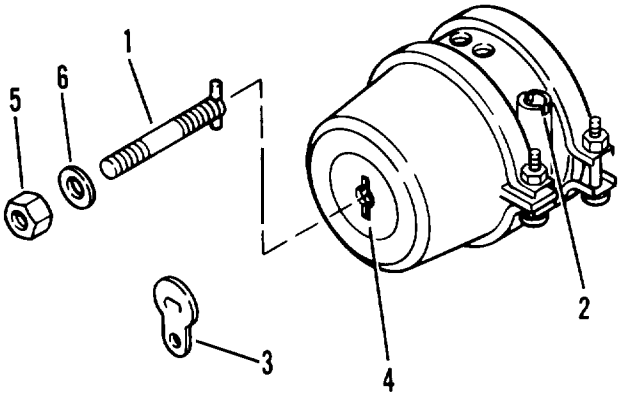

Figure 3-7. Caging failsafe
b. Remove plug (3, figure 3-7). from air brake chamber.
c. Remove nut (5) and washer (6). Remove release tool (1) from mounting hole (2) in spring brake.
d. Insert release tool (1) through opening (4) in brake chamber. Turn release tool (1) 1/4 turn clockwise to lock in manual release position.
e. Install washer (6) and nut (5) on release tool (1). Tighten until 2 1/2 to 2 3/4 inches of release tool (1) is exposed.